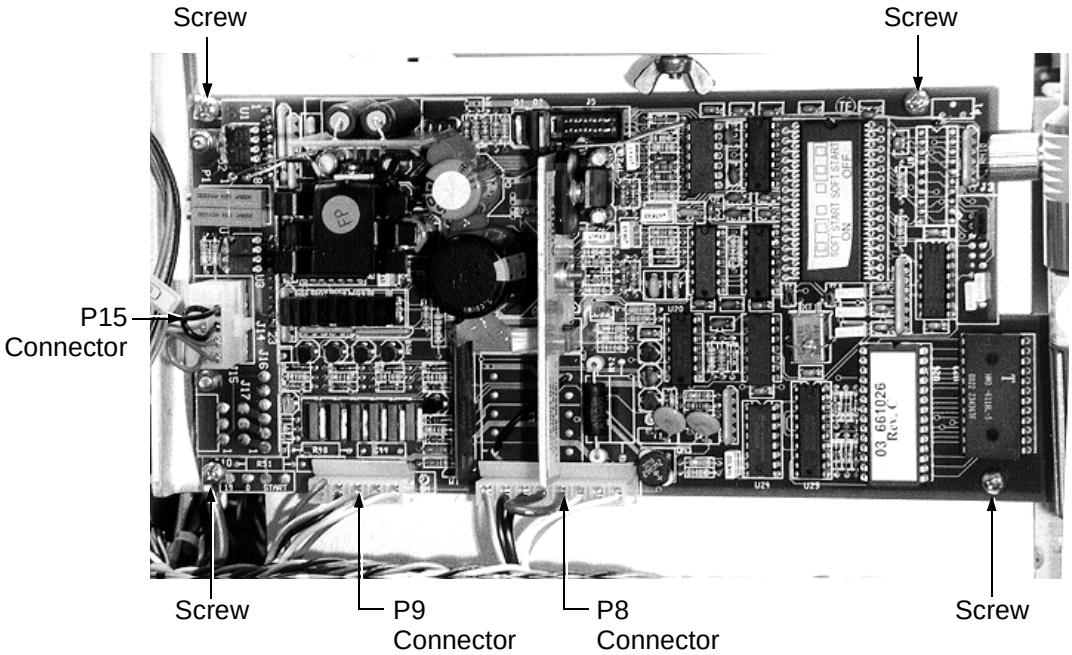

Figure 7-12 Turbo Controller Board
3. Remove the P15 molex connector (Figure 7-12). Press the release tab and pull the connector straight off.
4. Being careful not to pull the wires, remove the 2 power connectors, P9 and P8, shown in Figure 7-12.